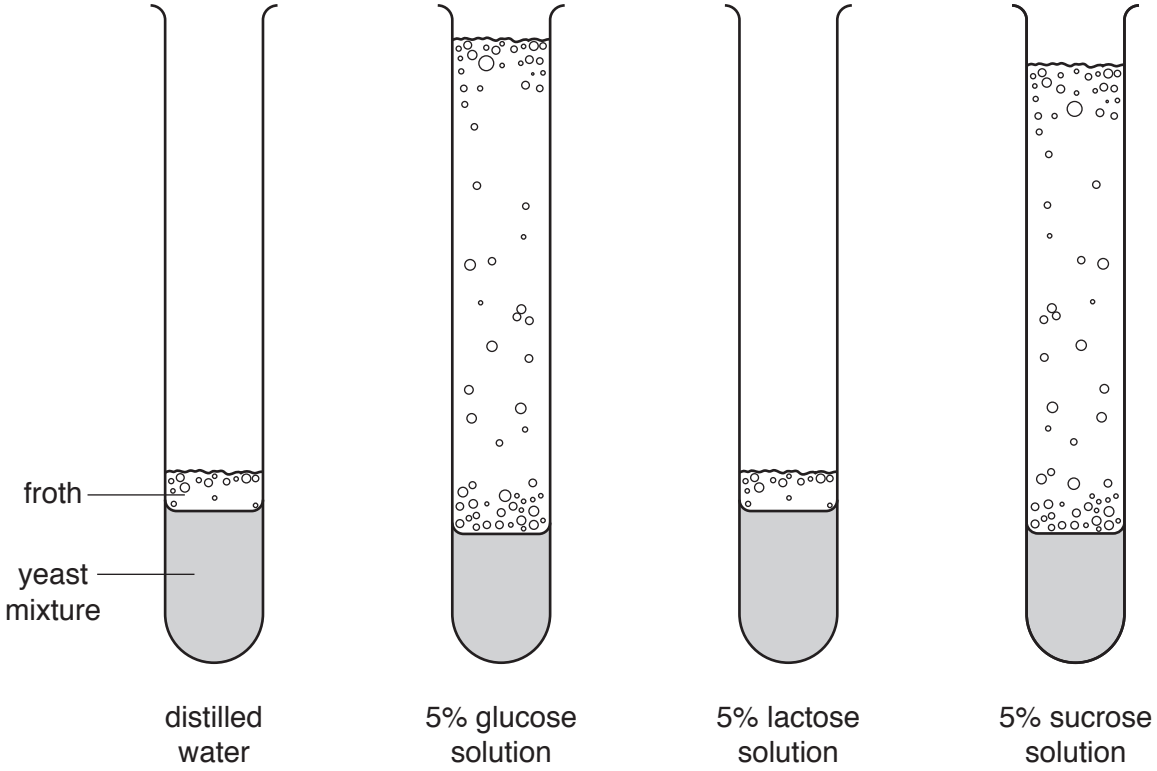

Fig. 1.2
- The test-tubes were left in the water bath for another 5 minutes. Fig. 1.2 shows their appearance 10 minutes after adding the yeast.
(a) **(i)** On Fig. 1.2 measure the height of the froth in each test-tube and record your results in Table 1.1. The value for glucose has already been entered.